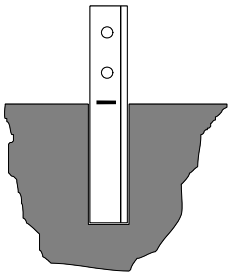
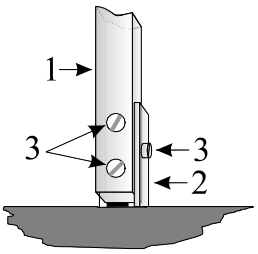

Рис. 10.10
Рис. 10.11
10.2.1 Выполнить работы аналогичные изложенным в п. 10.1.1 и в п. 10.1.2. Произвести разметку рубежа с интервалом ~4…5 метров, в местах разметки выкопать углубления размером 300 × 300 × 600. Установить в углубления держатели (пасынки из КМЧ4) под углом 90° к поверхности земли, оставляя на поверхности видимую часть высотой 0,25 м (отмечено меткой), и залить углубление бетоном или раствором в соответствии с рис.10.10. После затвердевания раствора прикрепить стойки 1 к держателям 2 с помощью винтов 3 в соответствии с рис.10.11.